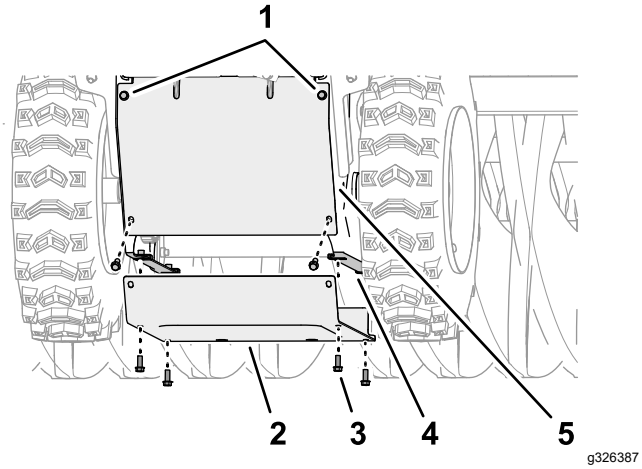

**Figur 47**
5. Løsn de 2 øverste flangehovedmaskinskruer (¼" x ⅝") på bagsiden af maskinen, der fastgør bagdækslet til maskinen (Figur 47).
6. Afmonter de 6 maskinskruer med flangehoved, (¼" x ⅝"), der fastgør bunddækslet til maskinen, og fjern dækslet (Figur 47).